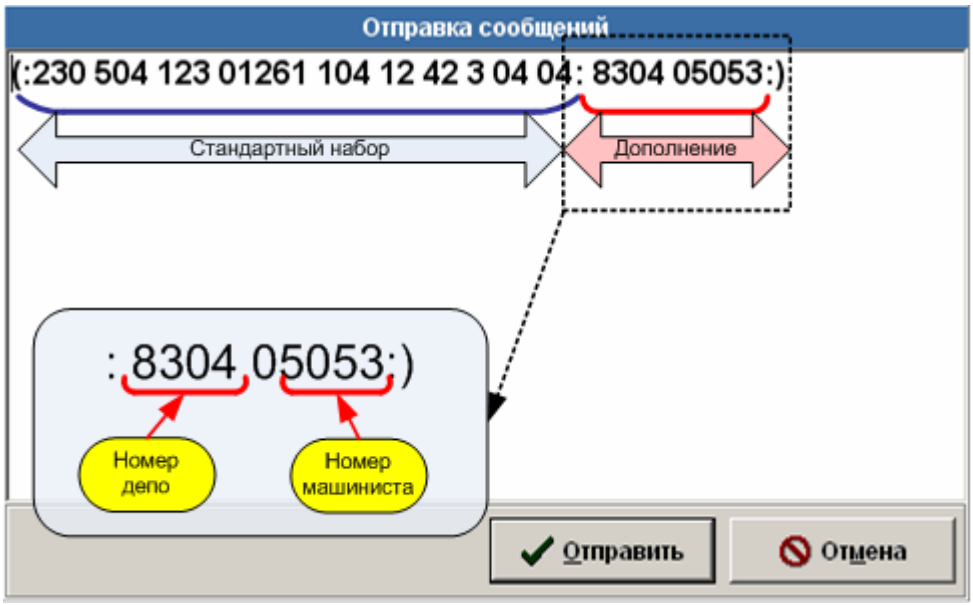

Рисунок 5.22 – Расширенное 230 сообщение
5. После нажатия на кнопку расширенное 230 сообщение будет сформировано автоматически, и будет иметь следущий вид (Рисунок 5.22):